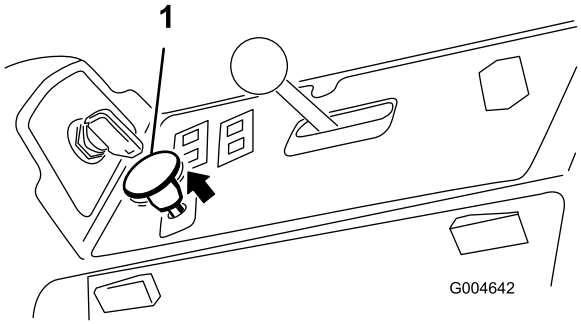

Rysunek 19
3. Pociągnij w górę przełącznik WOM, aby go załączyć (Rysunek 19).